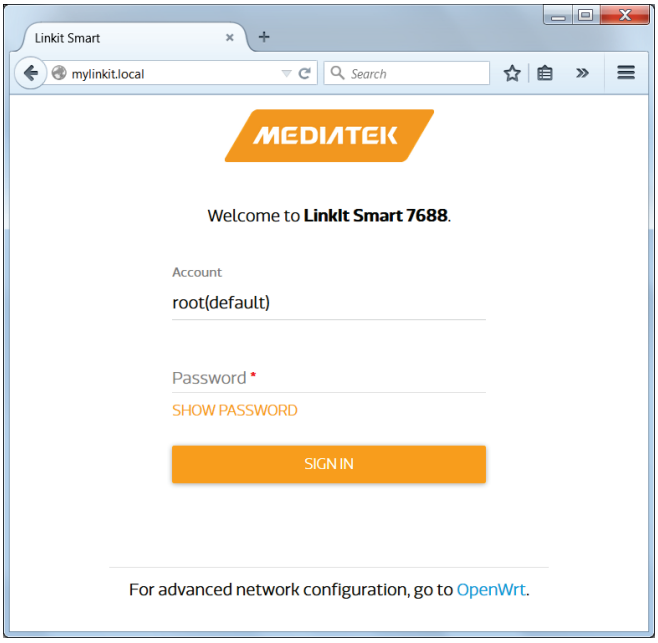

Figure 13 LinkIt Smart 7688 Web UI Sign In
4) Open a web browser and type **http://myLinkIt .local** in the URL box. The Web UI page opens as shown in Figure 13.